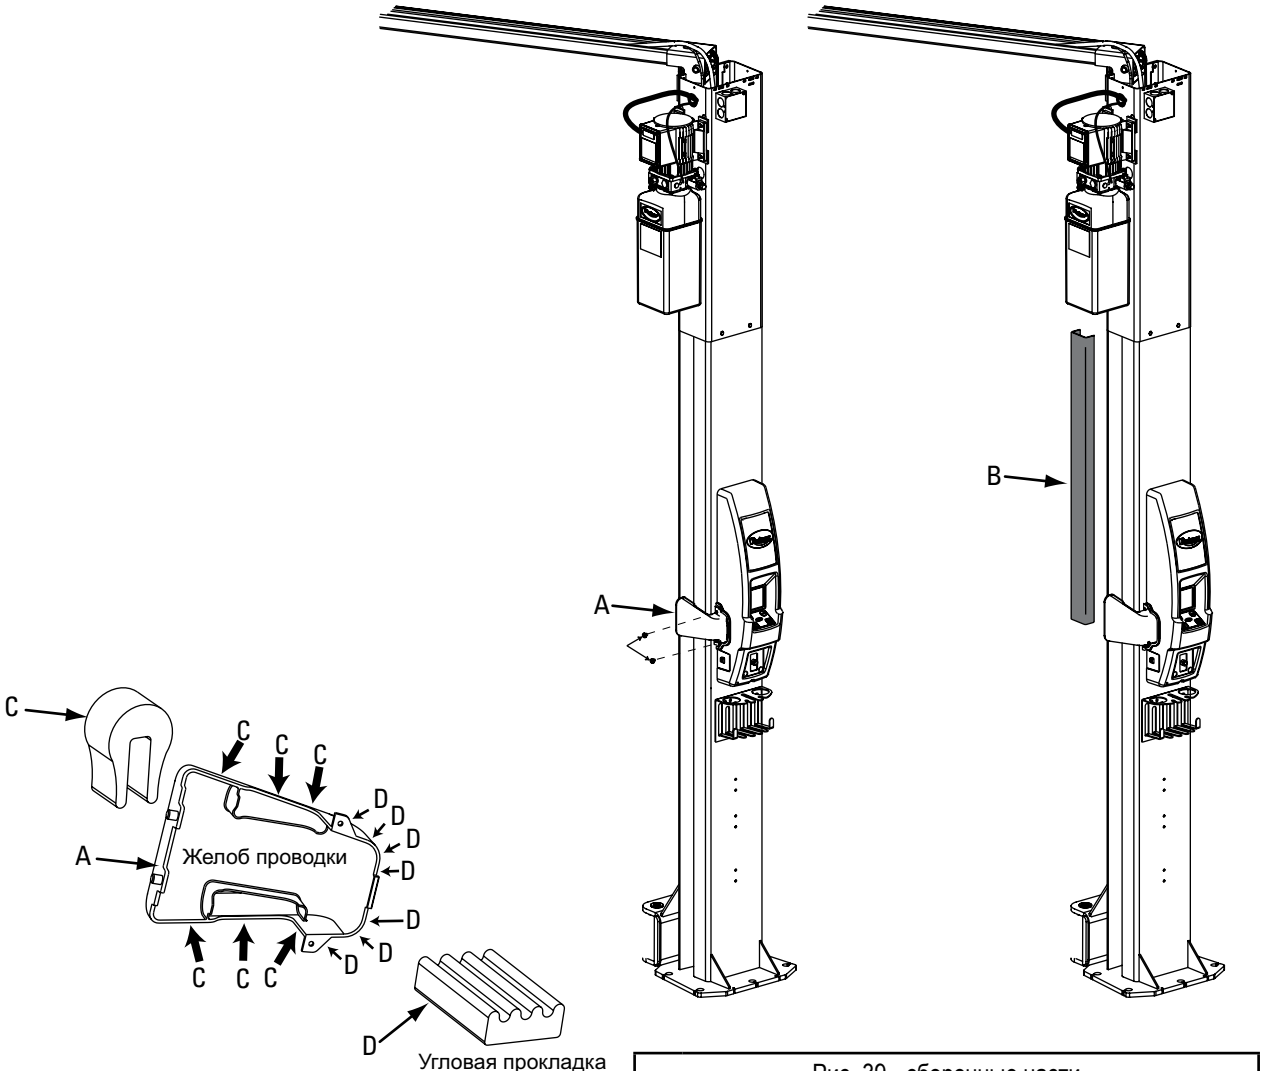

Рис. 39 - сборочные части
30. Установка стыковых накладок и желобов проводки ,см. рис. 39: Начните с аккуратного затягивания стяжками всех проводов и шлангов по всей трассе кабелей. Поместите концевые и угловые прокладки вокруг желобов проводки. Возьмите один из желобов проводки и прикрепите его к одной из панелей управления с помощью двух #8-32NC x 5/8" (дл.) самонарезающих PHTS-винтов. Может потребоваться снятие крышки сборочной части управления для установки желоба проводки и обеспечения герметичного положения. Защелкните переднюю часть желоба проводки на стойке. Затем сдвиньте 1-метровую крышку вверх по удлинителю стойки ,а затем вниз в желоб проводки. Отрегулируйте положение крышек ,чтобы были закрыты шланги и провода.